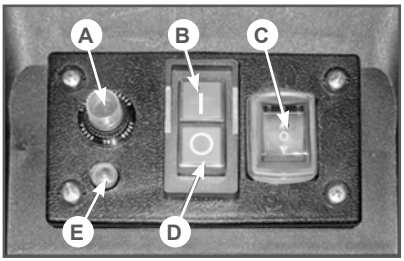

Рис. 2 Панель управления
2. Установите, нажатием на клавишу, переключатель C (Рис. 2) режима работы Вперед/Назад в положение Вперед.
3. Установите, нажатием на клавишу, электромагнитный выключатель B (Рис. 2) в положение ON «I» (ВКЛЮЧЕНО), электродвигатель включится.
Выключайте электродвигатель только, если измельчитель совершенно пуст. В противном случае при повторном включении может произойти блокировка фрезы. Для выключения измельчителя нажатием установите клавишу электромагнитного выключателя D (Рис. 2) в положение OFF «0» (ВЫКЛЮЧЕНО).
При блокировке отключается двигатель (выскакивает кнопка предохранителя A (Рис. 2), а электромагнитный выключатель устанавливается в положение OFF «0» (ВЫКЛЮЧЕНО).
5. Включите кнопку A (Рис. 2).
6. Нажатием установите клавишу C (Рис. 2) «Вперед / Назад» в положение Назад , чтобы изменить направление вращения фрезы.